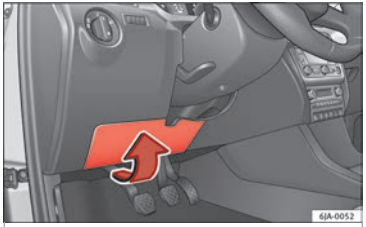

Fig. 138 Bottom of the dash panel: fuse cover.
- Carefully tilt the cover in the direction indicated by the arrow and remove it ››› **Fig. 138**.